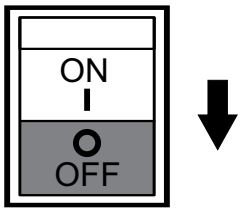

Figure 31. Idle Control switch (OFF)
2. Place idle control switch (Figure 31) in the **OFF** position.